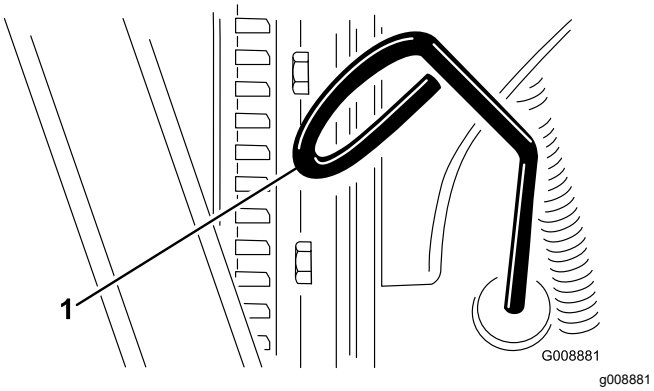

Rysunek 68
3. Wyciągnij bagnet (Rysunek 68) i przetrzyj go czystą szmatką.